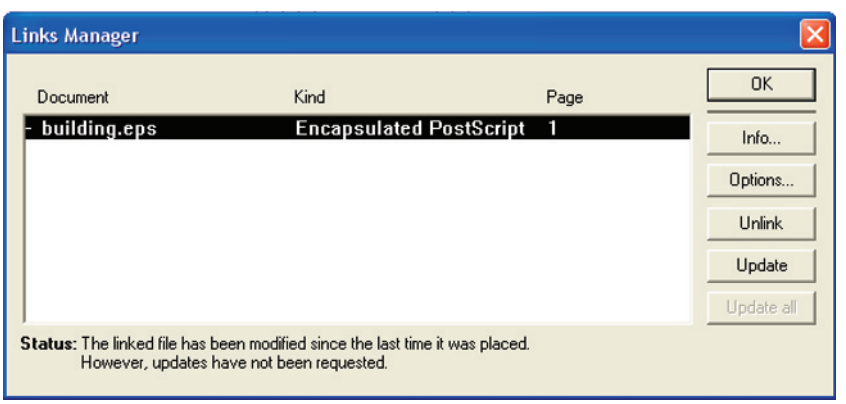

Fig. 10.6 The **Links Manager** dialog of PageMaker
8. Go back into **PageMaker** and *click* **Links Manager...** in the **File** drop-down menu. The **Links Manager** dialog appears (Fig. 10.6). Against the name of the **building.eps** file name is a dash and a note at the bottom of the dialog explaining that changes have taken place in the drawing from which the ***.eps** had been derived. *Click* the **Update** button and when the document reappears the drawing in PageMaker no longer includes the erased title.